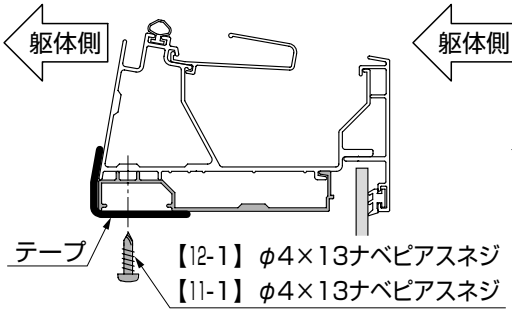

図5-3
- ●パネル上枠を取付ける際は、テープ等で仮止めして取付けてください。（図5-3参照）